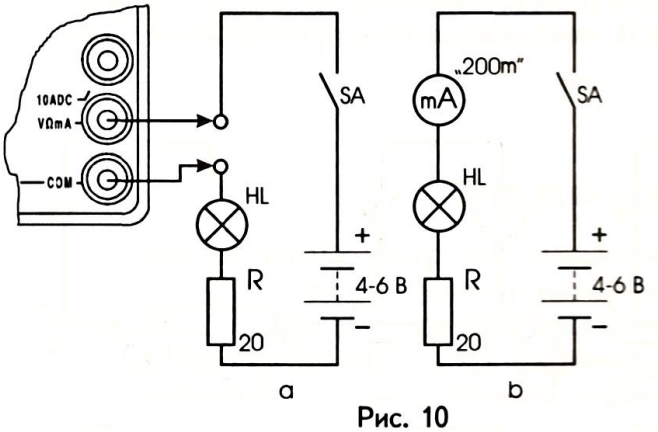

Рис. 10
1. Подключите черный провод (щуп) к разъему «COM» (нижнее гнездо), а красный к разъему «VΩmA» (среднее гнездо) (рис. 10, а).
Соберите поочередно электрические цепи (рис. 10, 11, 12), в которых произведите измерение силы тока, используя мультиметр как миллиамперметр и микроамперметр.